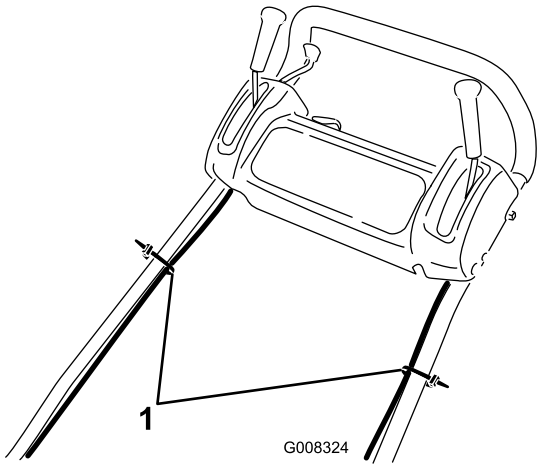

Bild 4
9. Befestigen Sie die Kabel am Griff mit Kabelbinden (Bild 4).